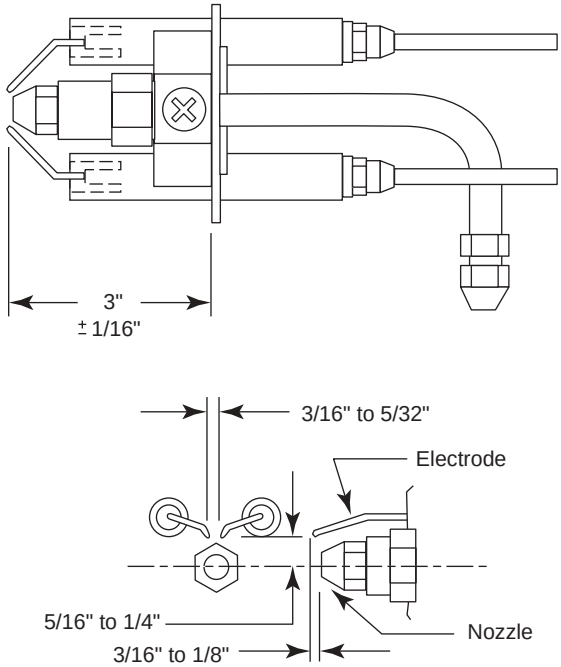

Figure 17. Burner Electrode Adjustments
1. Adjust electrode assembly per Figure 17.